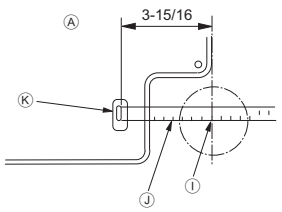

Fig. 3-2
②	Tornillo roscado 4 × 35	12	12
③	Cinta de fieltro	3	3
④	Banda	3	3
⑤	Controlador remoto inalámbrico	1
⑥	Soporte del controlador remoto	1
⑦	Pilas alcalinas (tamaño AAA)	2
⑧	Tornillo roscado 3,5 × 16	2
⑨	Bloqueo de amortiguación	1	1
⑩	Controlador remoto cableado		1
⑪	Cable del controlador remoto		1
3.2. Instalación del soporte de montaje en la pared (Fig. 3-2)